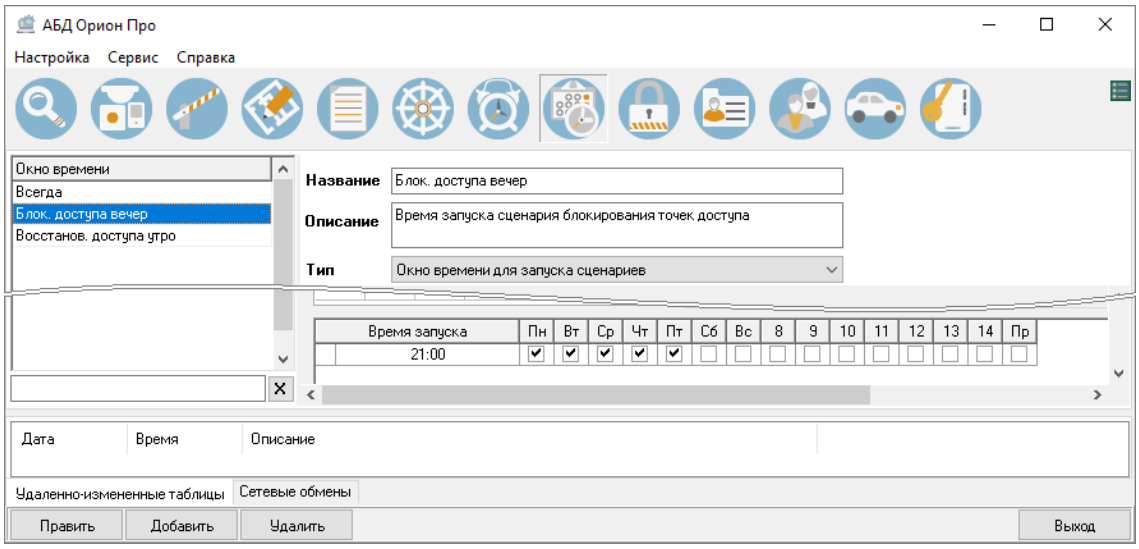

Рисунок 6-610 Окно времени для сценария блокирования доступа
- для сценария блокирования доступа – время, когда должен быть заблокирован доступ (см. Рисунок 6-610);